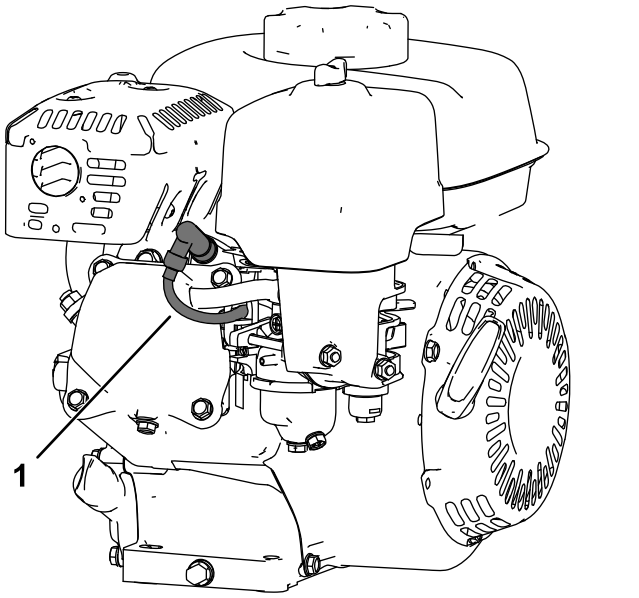

Figure 13
5. Débranchez le fil de la bougie (Figure 13).